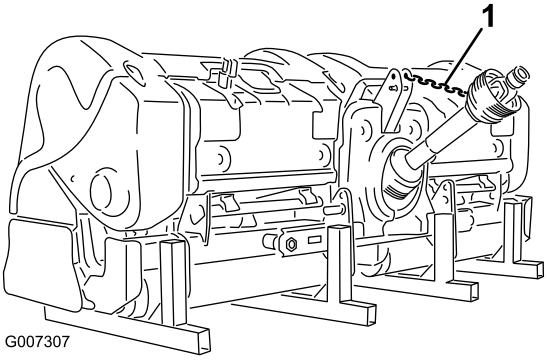

**Figur 40**
12. Koppla kraftuttagsförtöjningen till kraftuttagsskyddet för att förhindra att kraftuttagsaxeln får markkontakt (Figur 40).